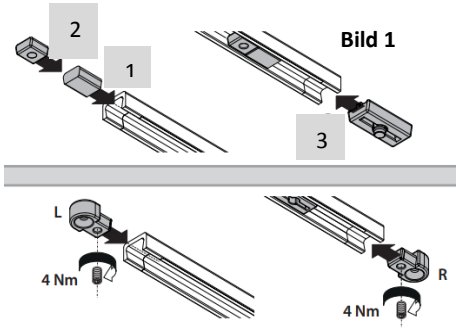

Bild 1
- Die ebenfalls vormontierte Gleitschiene im Kontext Alu-Stock muss demontiert werden, um Dämpfungsklotz (1), Stopper(2) und Gleiter(3) einbringen zu können, anschließend kann diese sofort wieder montiert werden. (sh. Bild 1)